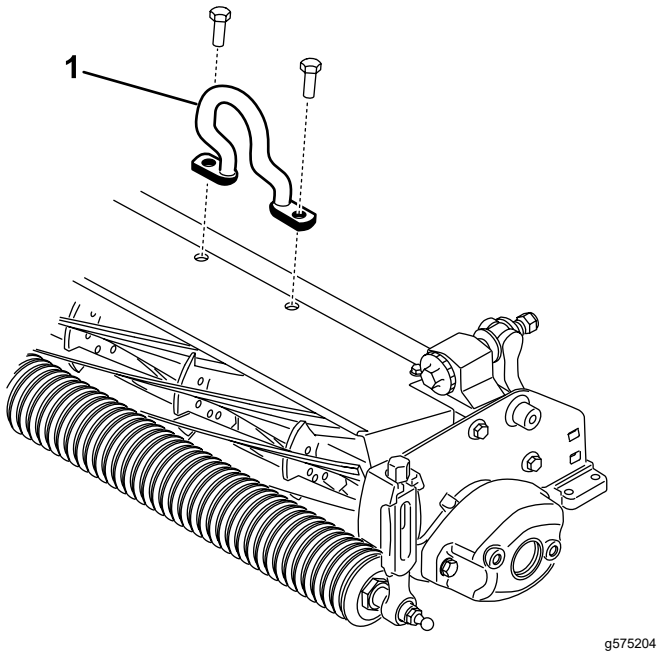

Bild 6
2. Befestigen Sie den Versatzlenker (Bild 6) mit zwei Kopfschrauben oben am Vertikutierer.